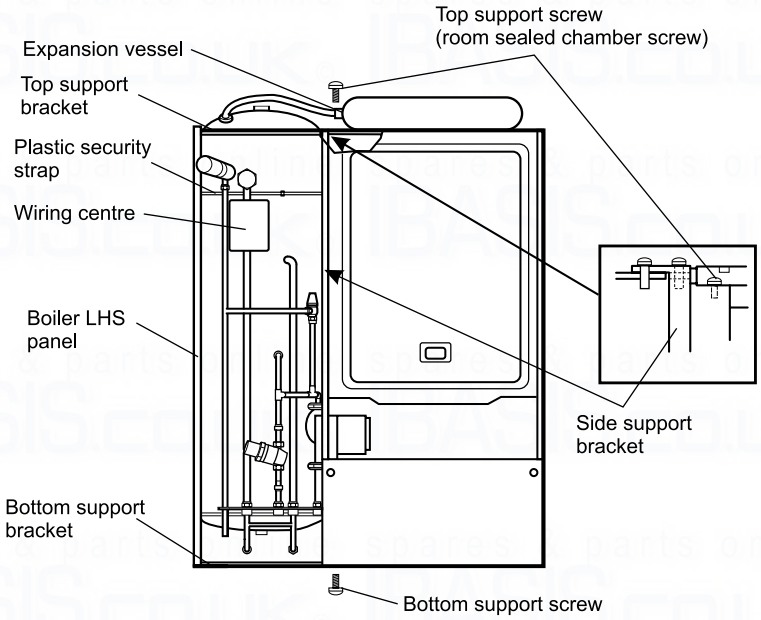

Fig. 8
4. Connect the flexible hose to the expansion vessel and locate it in the space above the boiler to the rear, with the connection to the left as shown in Fig. 8. Connect the expansion vessel hose to the connection on the top left hand side of the store. **CombiMax 600 only -** Secure the vessel to the right side rear of the boiler frame with the two screws provided.
5. Fit the side support bracket to the boiler in place of the boiler left hand side panel, securing at both top and bottom as shown in Fig. 8 (remove the front screw from the top of the room sealed chamber to secure the top of the bracket).